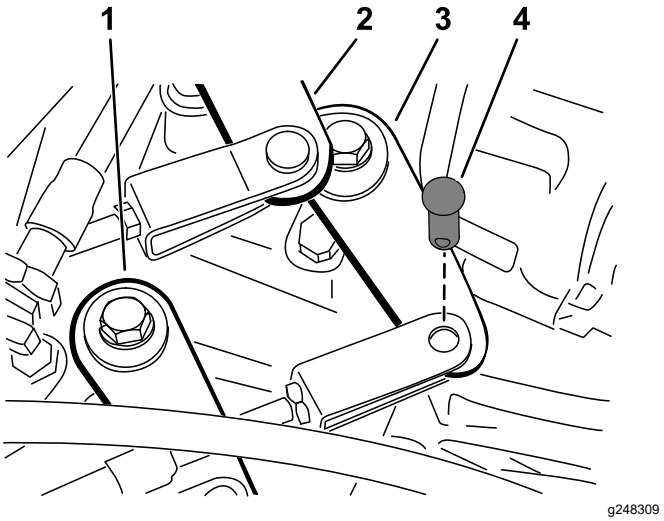

Figur 44
2. Fjern gaffelboltene, der fastgør gearkablerne til gearkassens gararme (Figur 44).
1. Fjern gaffelboltene, der fastgør kablet til højt/lavt hastighedsområde til gearkassen (Figur 44).